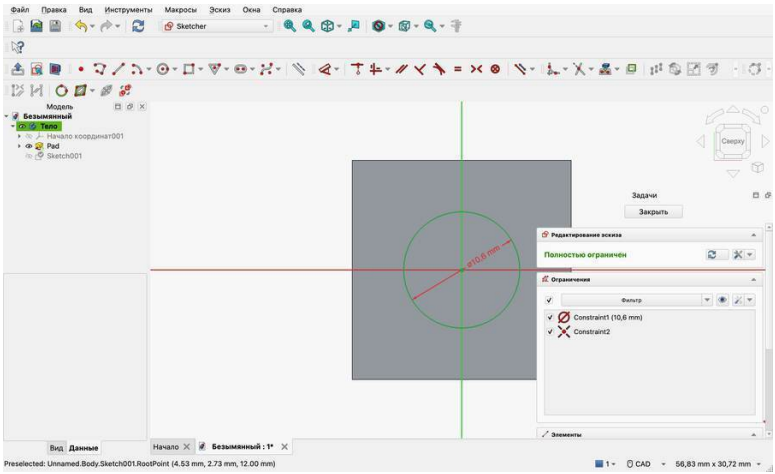

Рис. 3.7 — Эскиз отверстия на верхней грани бруска
6. Нажмите Esc. Окружность зелёная, эскиз «Полностью ограничен» (рис. 3.7).